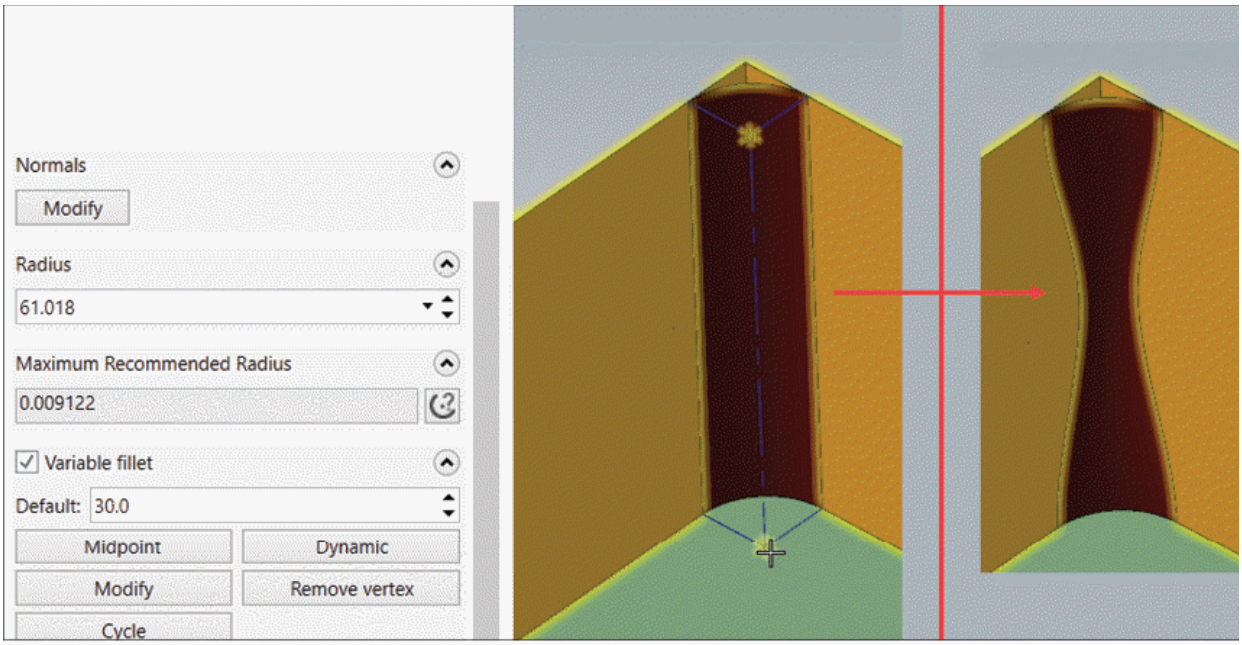

Figure-58. Variable fillet at mid point
- To apply default radius at mid point of the fillet, click on the **Midpoint** button from the **Variable fillet** rollout. You will be asked to specify location of mid point. Click on the top point of fillet and then bottom point of fillet. Preview of variable fillet will be displayed at midpoint; refer to Figure-58.